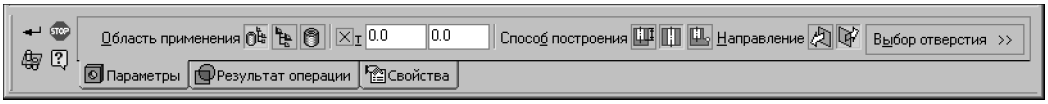

Рис. 129.2. Панель свойств при построении круглого отверстия в сборке
1. Выбор типа области применения. Для этого служит переключатель **Область применения**. Он появляется на вкладке **Параметры** Панели свойств при выполнении операций удаления материала в сборке (рис. 129.2).
Чтобы во время выполнения формообразующей операции перейти в режим задания области применения «Компоненты», нажмите кнопку **Область применения** на Панели специального управления (рис. 129.2).